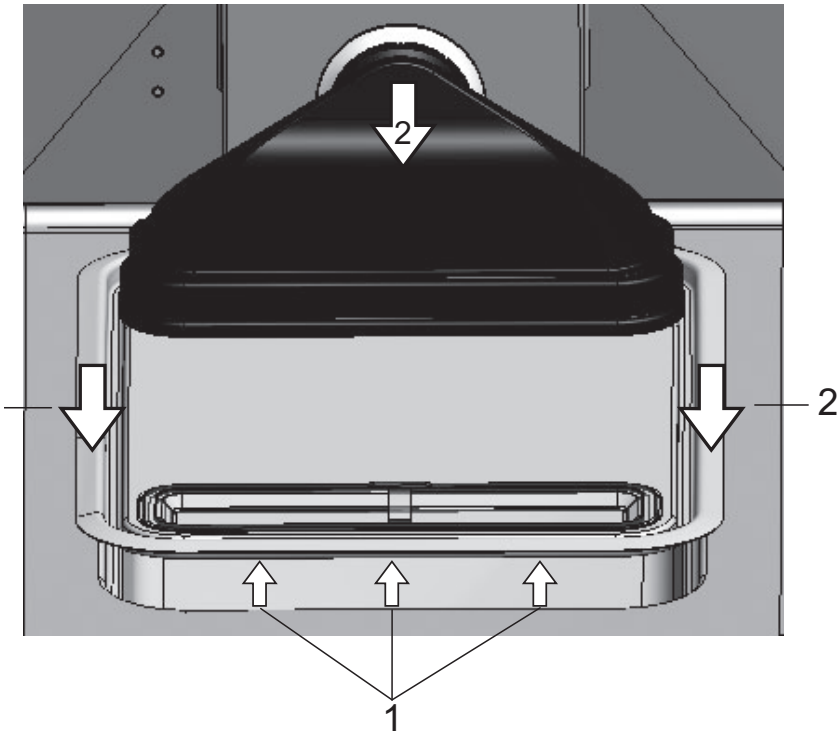

图 9-6. 拆卸空气盒
3. 提起前面的水箱盖子 (1/ 图 9-6)。
4. 将水箱盖子向前拉出 (2/ 图 9-6)。